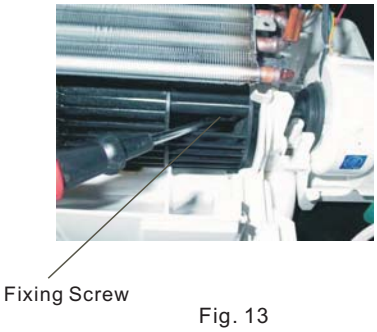

Fig. 13
2.Loose the fixing screw of the cross flow fan. (Fig. 13)